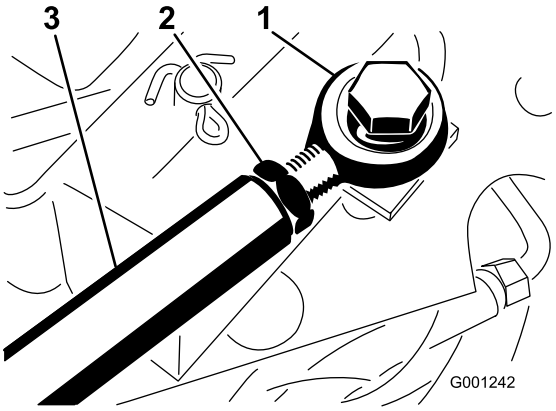

Figur 68
3. Hvis det er nødvendig med ytterligere justering, kan du justere trekkfunksjonsstaget (Figur 68) på følgende måte: